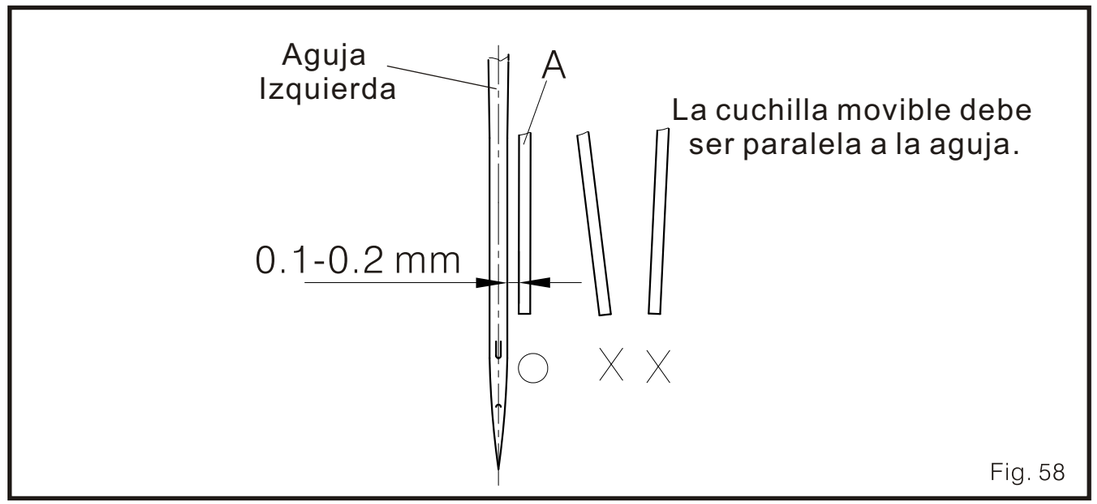

Fig. 58
3. La cuchilla movible A debe ser paralela a la aguja y mantener una distancia de 0.1-0.2 mm con la misma. (Fig. 58)